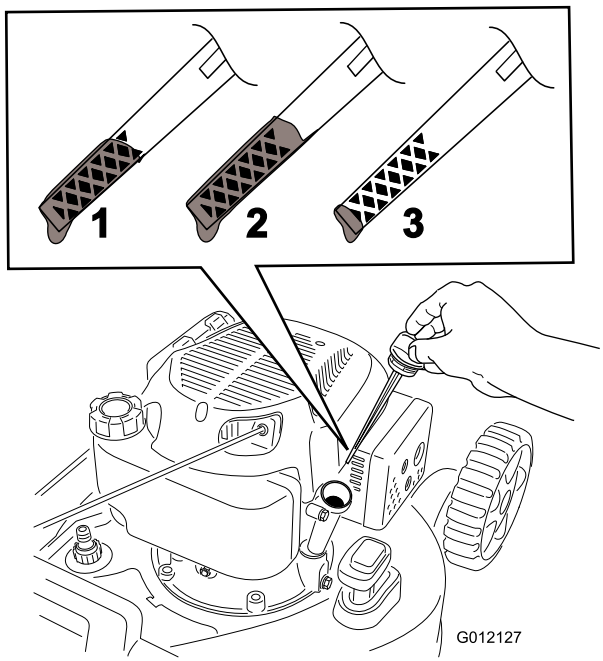

Figura 21
9. Rimuovete l'asta e controllate il livello dell'olio sull'asta (Figura 21).